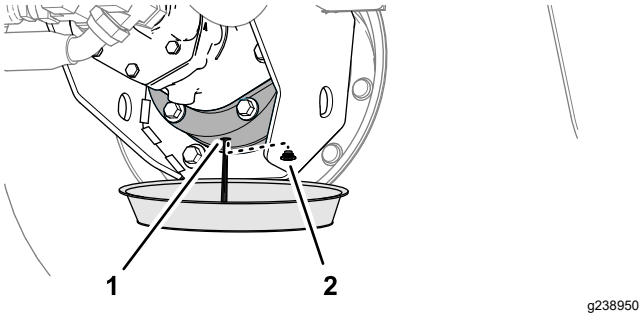

Figura 100
6. Coloque un recipiente debajo del alojamiento del freno, retire el tapón de vaciado y deje que se drene por completo el lubricante (Figura 100).